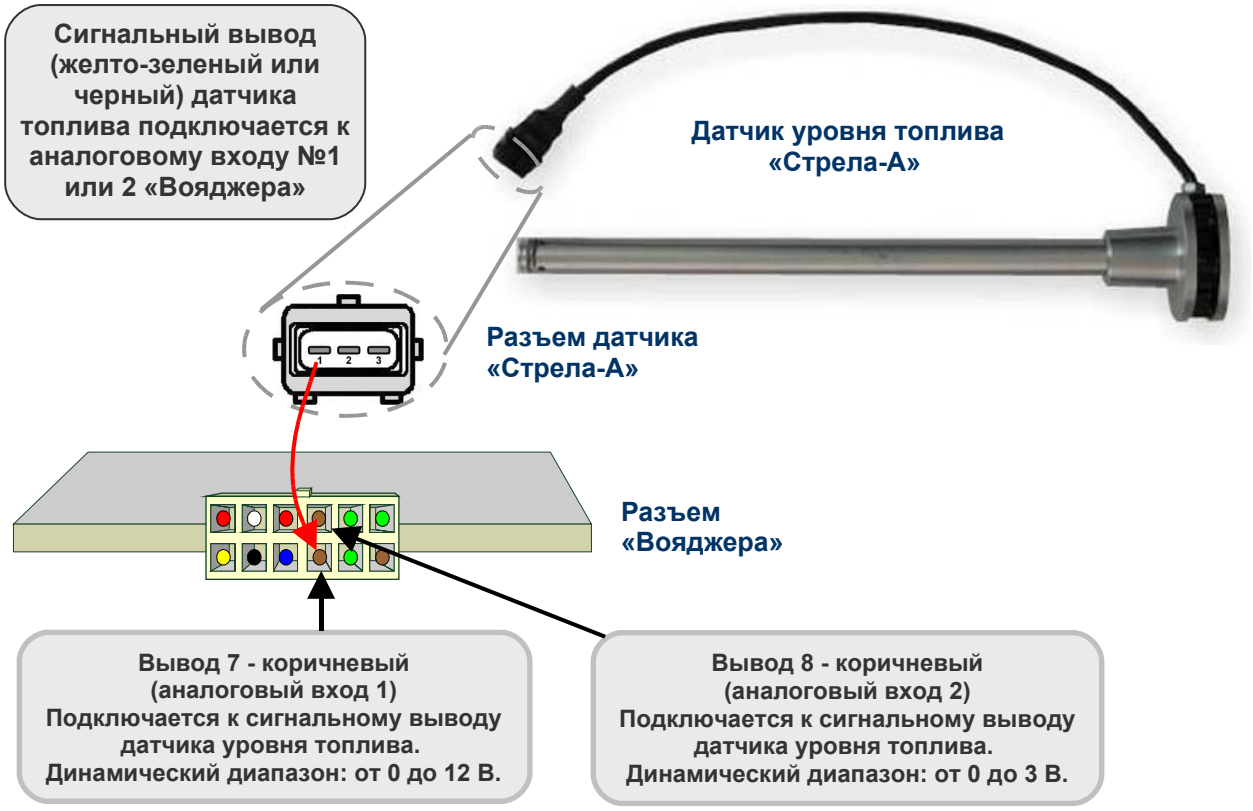

Рис.23.6. Как подключить датчик «Стрела-А» к «Вояджеру».
Выходной сигнал датчика уровня топлива «Стрела-А» аналоговый, поэтому его сигнальный выход подключается к аналоговому входу №1 или 2 «Вояджера» (рис.23.6).
- **Подключите** аналоговый вход №1 (вывод 7 – коричневый) или аналоговый вход №2 (вывод 8 – коричневый) к сигнальному выводу датчика уровня топлива (рис.23.6).